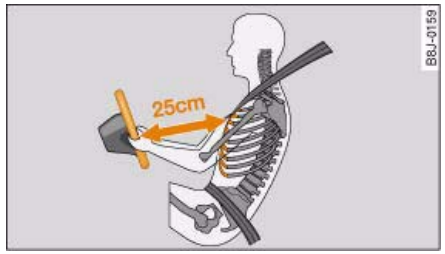

Fig. 199 Minimum distance between driver and steering wheel
– Adjust the steering wheel so there is a distance of at least 25 cm between the steering wheel and your breastbone ⇒ fig. 199.
- **Adjust the driver's seat so there is a distance of at least 25 cm between your breastbone and the centre of the steering wheel ⇒ fig. 199.**